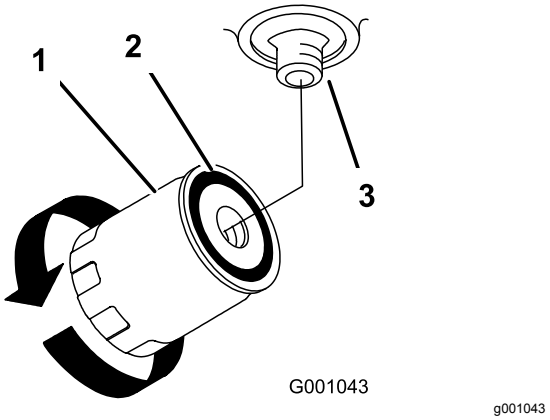

**Figur 53**
4. Leta reda på filtret under vevhuset och sätt ett avtappningskärl under filtret (Figur 53).
5. Ta bort det gamla filtret och torka av ytan på filteradapterns packning (Figur 53).
9. När hydraulfiltret är fullt vrider du oljefiltret medsols tills gummipackningen kommer i kontakt med filteradaptern. Dra sedan åt filtret ytterligare ett halvt varv (Figur 53).